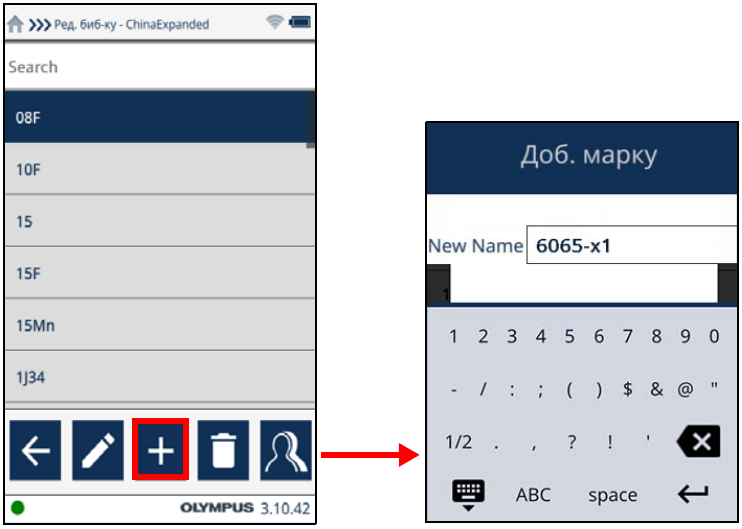

Рис. 2-85 Экран Ред. биб-ку (слева) и окно Добавить элемент марки (справа)
1. На экране **Биб-ки марок** нажмите кнопку **Редактировать** ( ), чтобы открыть экран **Ред. биб-ку** (см. Рис. 2-85 на стр. 91).
2. Нажмите кнопку **Добавить** (+), чтобы открыть диалоговое окно **Доб. марку** (см. Рис. 2-85 на стр. 91).